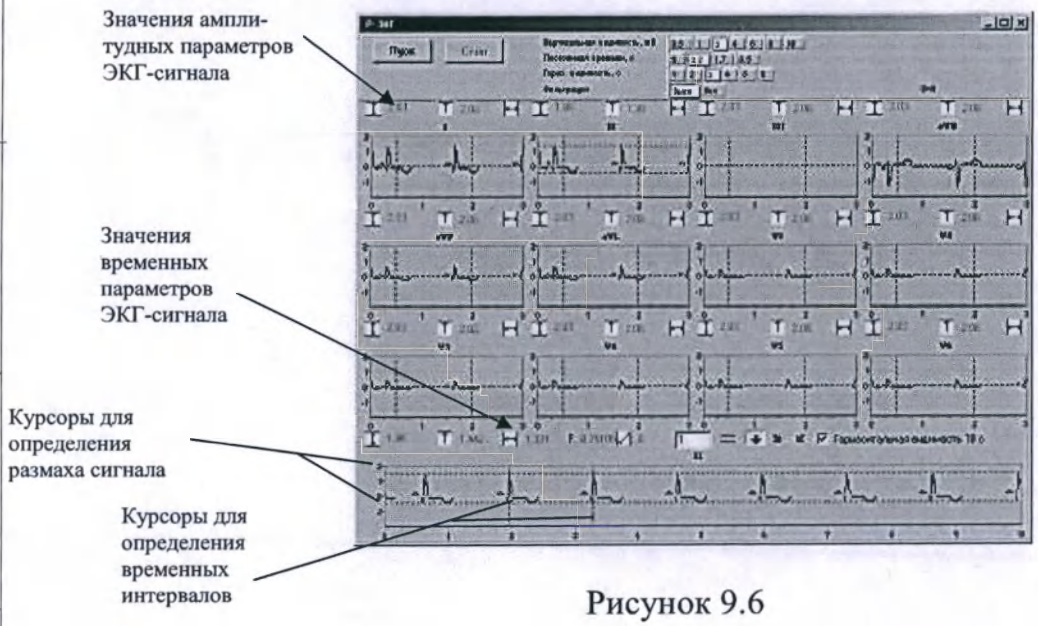

Рисунок 9.6
3.3.5.10.5 Нажимают программную кнопку «Пуск» (рис. 9.6). После нажатия кнопки «Пуск» происходит запись ЭКГ- сигнала по всем отведениям, с учетом заданной постоянной времени.